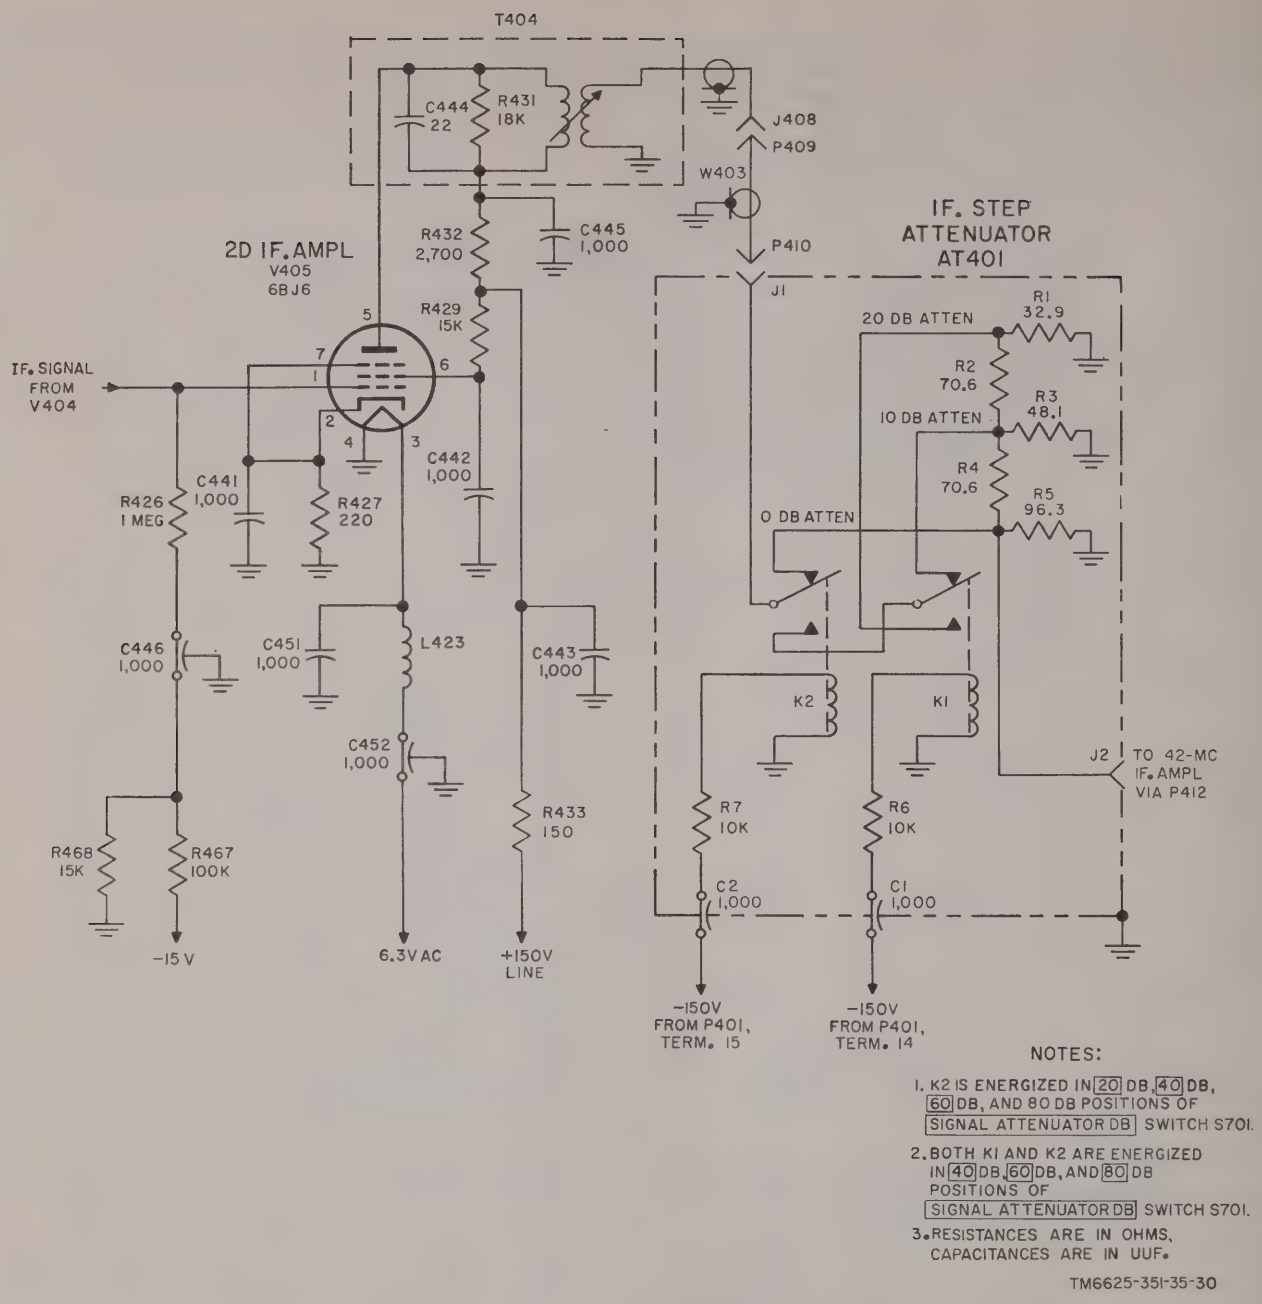

Figure 30. Tuning unit 3, second if. amplifier V405 and if. step attenuator, schematic diagram.
(1) Cathode bias for the first if. amplifier, V404, is developed by the voltage drop across R419, which is bypassed by C434. Cathode bias for the second if. amplifier, V405 (fig. 30), is developed by the voltage drop across R427, which is bypassed by C441.
(2) First if. amplifier grid resistor R418 is connected by feedthrough capacitor C447 to the front-panel GAIN control, R466. Resistor R465 GAIN control R466 serve as a voltage divider to develop bias voltage. The setting of the GAIN control for this stage affects the total gain of both the preamplifier and the five-stage if. amplifier (para 48). Second if. amplifier grid resistor R426 is connected by feedthrough capacitor C446 to a voltage divider consisting of R467 and R468. This voltage divider develops the fixed bias for the second if. amplifier.
(3) The first if. amplifier screen resistor R422, is bypassed by C435, and the second amplifier screen resistor, R429, is bypassed by C442.
(4) The first if. amplifier plate load consists of R423 shunted by the tuned network, Z402. Resistor R425, which is bypassed by C437, decreases the plate voltage. The second if. amplifier, the plate load, consists of if. transformer T404. Resistor R432, which is bypassed
47. If. Step Attenuator AT401 (fig. 30)